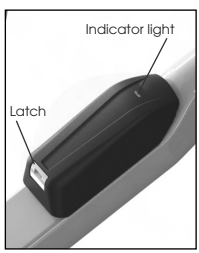
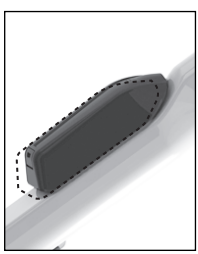
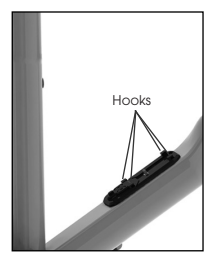

FIGURE 2
FIGURE 3
FIGURE 5
1. Push and hold the latch (Figure 2) while you slide the battery pack along the down tube (Figure 3) about 5mm.
2. Place the battery pack flat on the dock in position for installation (Figure 3) so that the hooks (Figure 5) are aligned for engagement.
The dock is located on the down tube of the bike frame, near the crankset (Figure 5). When the battery pack is removed from the bike, use the dock cover to protect the electrical contacts of the dock (Figure 6).
If the battery pack (Figure 2) is on your bike, the dock is underneath the battery pack.